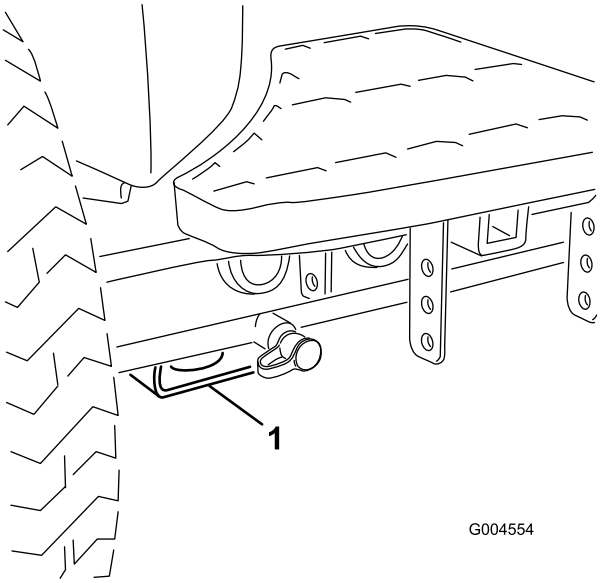

Figuur 35
- Voor – rechthoekig blok, onder de asbuis, aan de binnenzijde van beide voorwielen (Figuur 35).